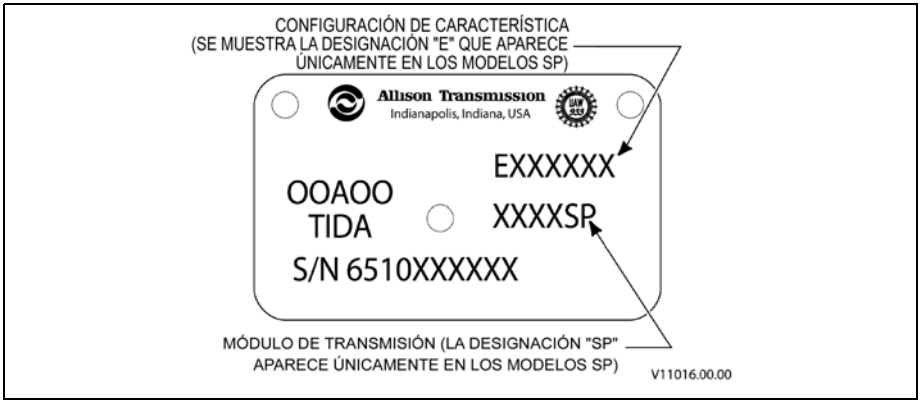

Figura 12–1. Placa de identificación de la transmisión
12.1.1 PLACA DE IDENTIFICACIÓN DE LA TRANSMISIÓN. La placa de identificación (consulte Figura 12–1) está ubicada en el lado derecho de la transmisión y está impresa con lo siguiente: